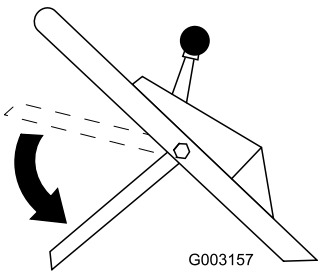

Figura 17
8. Abbassate la barra di comando della lama nella posizione inferiore (Figura 17).